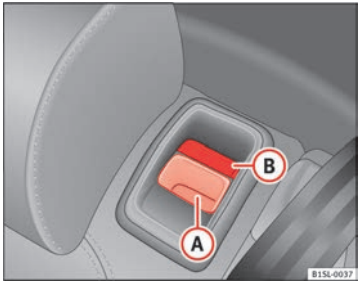

Fig. 67 Rear seat: unlock button Ⓐ; red marking Ⓑ
- Pull the unlock switch ⇒ Fig. 67 Ⓐ forwards whilst simultaneously lifting the rear seat backrest.